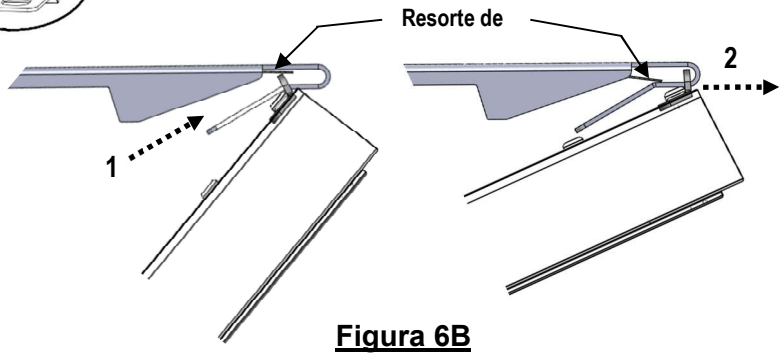

Figura 6B
- Deslice los soportes de las bisagras hasta los muelles de bloqueo y, a continuación, más allá, consulte la figura 6B.